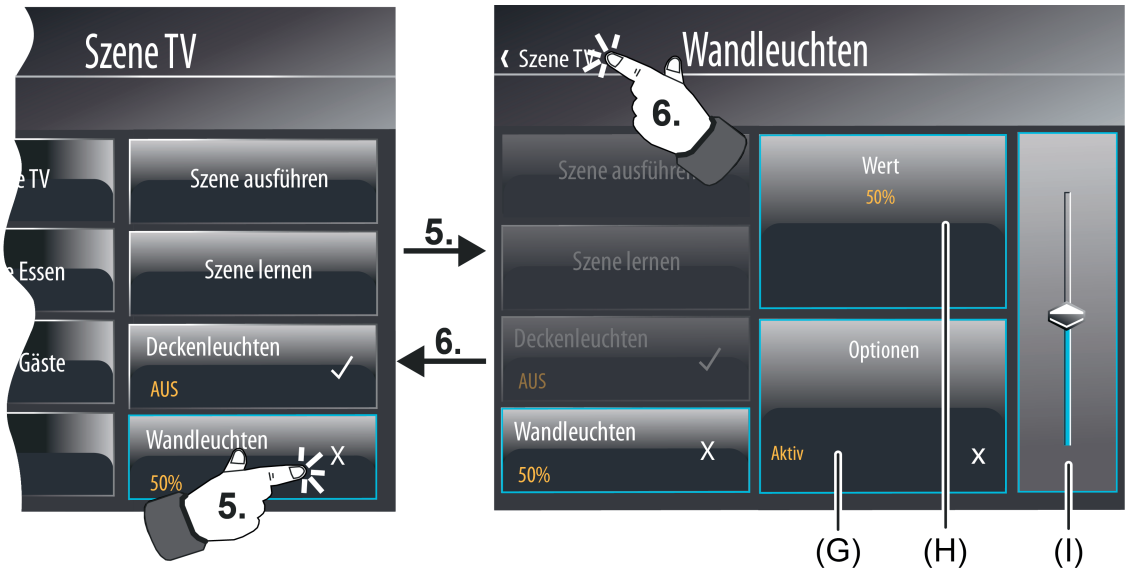

Bild 84: Beispiel einer Szenenkonfigurationsseite (rechts) - Szenenfunktion "Wert"
Bei den Datentypen "1 Byte Wert" und "2 Byte Wert" (Bild 84) ist der Anzeigebereich nur mit einem Statuswert (H) ausgeprägt. Wenn dieser Anzeigebereich lang gedrück wird (ca. 1 Sekunde), blendet das Gerät eine Displaytastatur ein. Mit Hilfe dieser Tastatur kann unmittelbar ein neuer Szenenwert vorgegeben werden. Alternativ können neue Szenenwerte durch den Wertslider im Bedienbereich (I) vorgegeben werden.